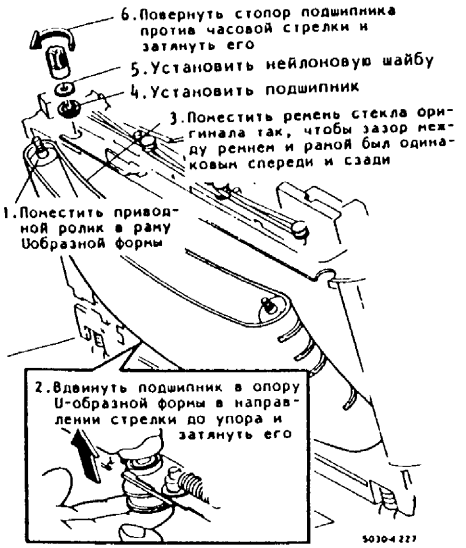

Рис.4. Установка приводного ролика
2. (Рис.4): Выполнить установку приводного ролика в порядке, обратном процедуре снятия.